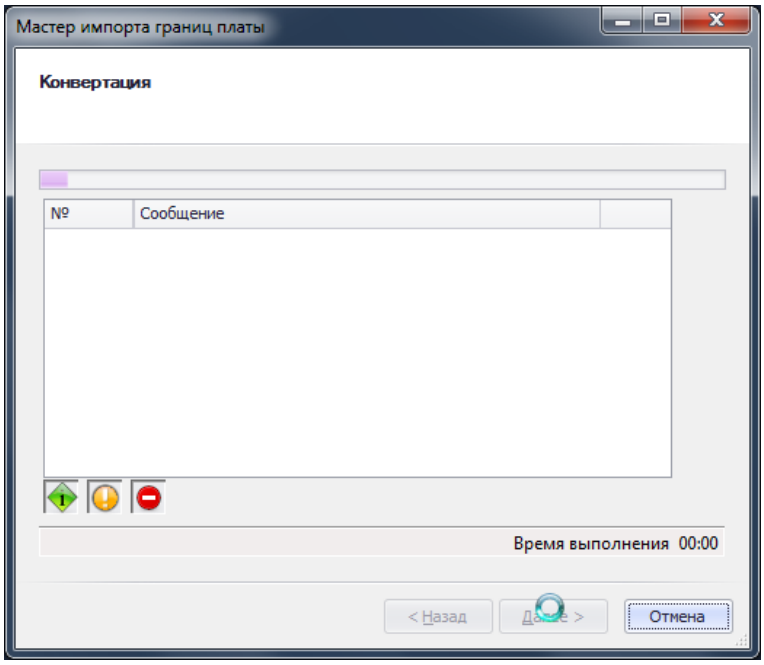

Рис. 697. Процесс импорта границ платы
8. На следующем шаге мастера отображается процесс импорта, см. Рис. 697.